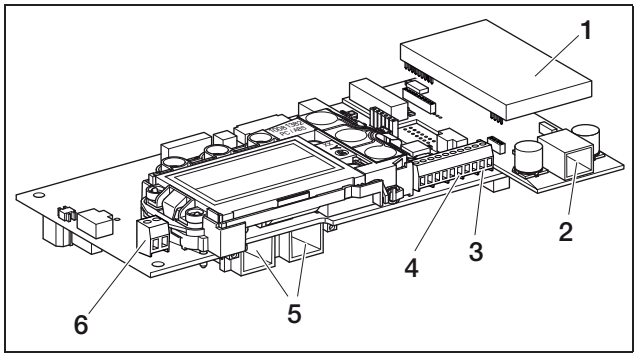

Abbildung 49: *Kommunikationsschnittstellen Kommunikationsboard II*
- Stecken Sie den Stecker des Ethernet-/Crossover-Kabels in eine der entsprechenden Steckbuchsen (*5* in Abbildung 49).
- Stecken Sie den Stecker des Telefonkabels in die entsprechende Steckbuchse (*2* in Abbildung 49).